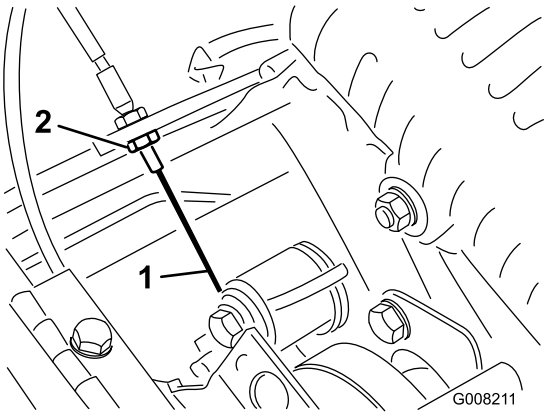

Figura 46
3. Para aumentar a tensão do cabo, desaperte a porca de bloqueio do cabo dianteiro e aperte a porca de bloqueio do cabo traseiro (Figura 46) até que seja obtida uma força de 3 a 4 kg, de maneira a que se possa engatar o controlo de tracção. Meça a força no botão de controlo.